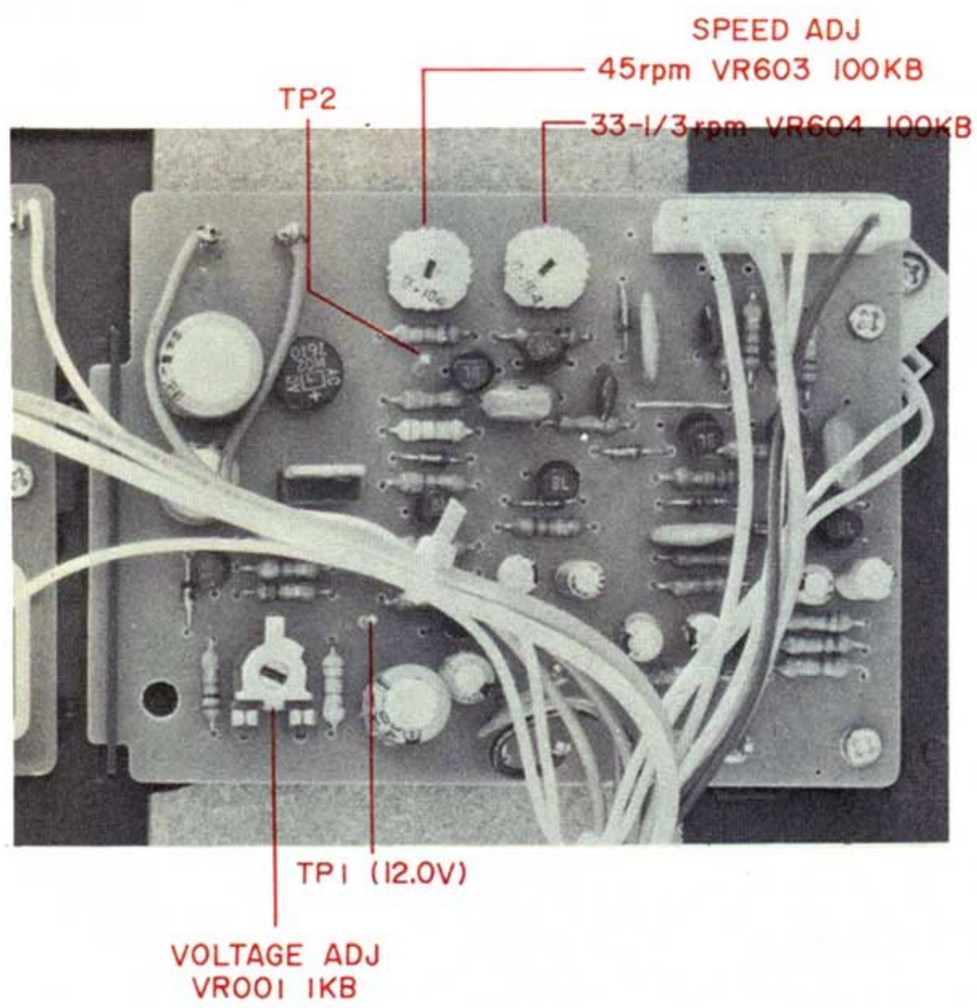

Fig. 3 Control P.C Board
1. POWER SOURCE VOLTAGE ADJUSTMENT (Refer to Fig. 3)
2. SPEED ADJUSTMENT (Refer to Figs. 3 and 4)
2) Observe Row 1 revolutions of Strobe markings. Adjust VR604 100 kB (Fig. 3) until Row 1 Strobe markings appear to come to a stand-still.
4) Observe Row 2 revolutions of Strobe markings. Adjust VR603 100 kB (Fig. 3) until Row 2 Strobe markings appear to come to a stand-still.
2) Observe Row 3 revolutions of Strobe markings. Adjust VR604 100 kB (Fig. 3) until Row 3 Strobe markings appear to come to a stand-still.
4) Observe Row 4 revolutions of Strobe markings. Adjust VR603 100 kB (Fig. 3) until Row 4 Strobe markings appear to come to a stand-still.